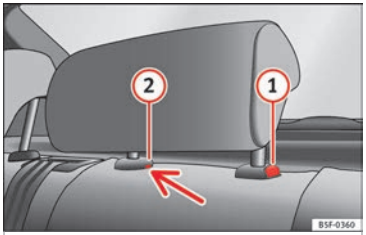

Fig. 150 Rear centre head restraint: release point.
– To set the head restraint lower down, press the (1) ››› **Fig. 150** button and move it downwards.
– Press button (1) ››› **Fig. 150**, while simultaneously pressing on the security hole (2) ››› **Fig. 150** with a flat screwdriver a maximum of 5 mm wide, and remove the head restraint.